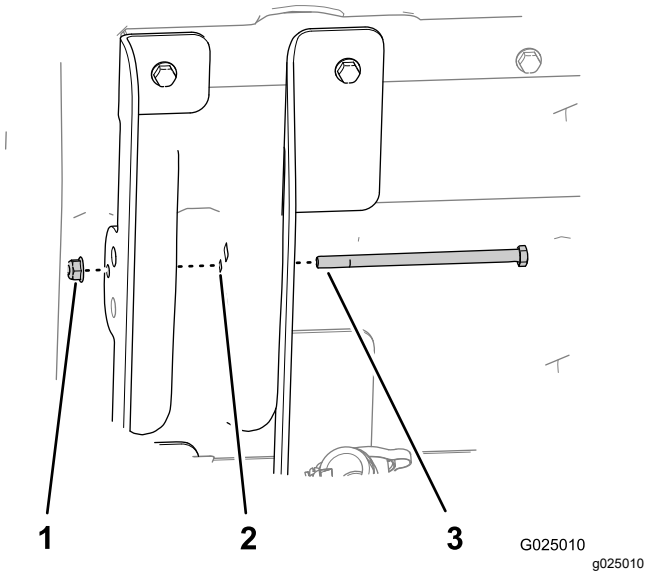

Figur 6
7. Sæt sekskantsbolten (5/16" x 5½") gennem hullet på 8 mm i det indvendige løftebeslag (lange flanger), ladstrukturen og ladets udvendige løftebeslag (korte flanger) som vist på Figur 6.
8. Fastgør bolten med flangemøtrikken (5/16") med hånden (Figur 6).
11. Tilspænd flangemøtrikken, der fastgør bolten (5/16"), indtil den sidder stramt (Figur 6).